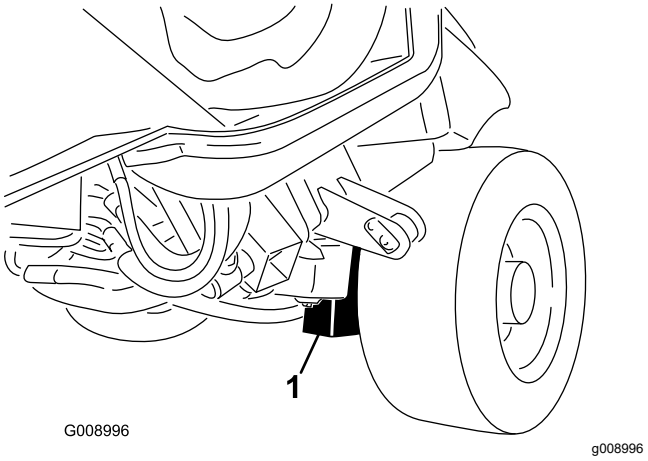

**Figuur 75**
**Vooraan de machine** – op het frame, aan de binnenzijde van elk wiel (Figuur 75)